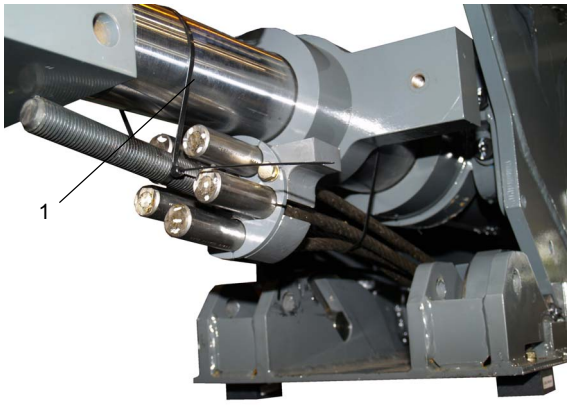

FIGURA 4-22
10. Asegure la placa retenedora del cable de extensión y el perno de ajuste al cilindro telescópico con bandas de amarre (Figura 4-22, 1) o cinta adhesiva. El no hacerlo podría permitir que los cables y la placa retenedora se atoren durante el desarmado.